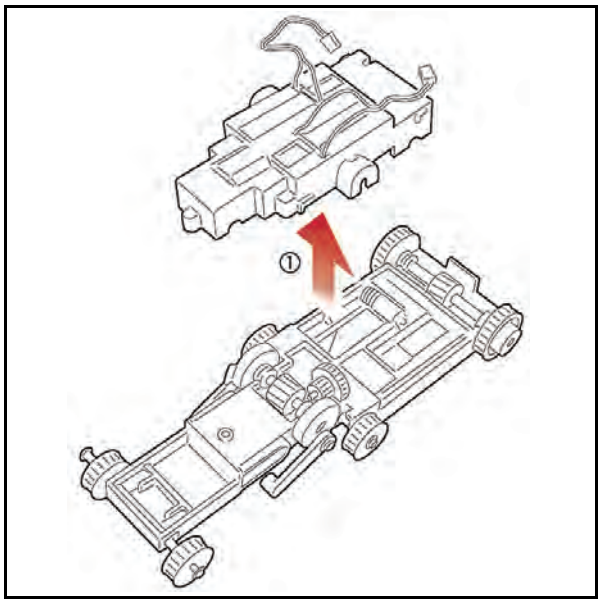

Figure 4-17 Motor Guide Removal
5. Turn the Pusher Mechanism assembly over and remove the Motor guide assembly (See Figure 4-17 ①).